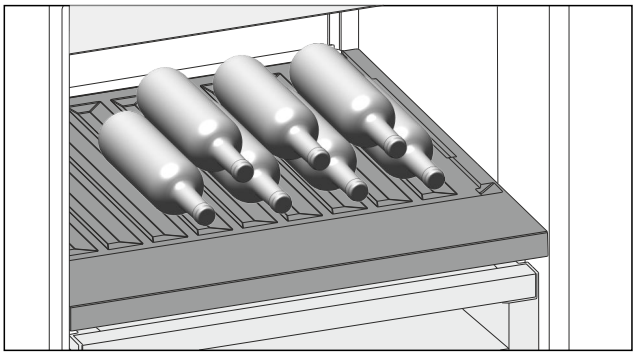

Fig. 181 Reprezentare exemplificatoare
▶ Introduceți sticlele cu fundul în spate, către peretele posterior. (vezi Fig. 181)